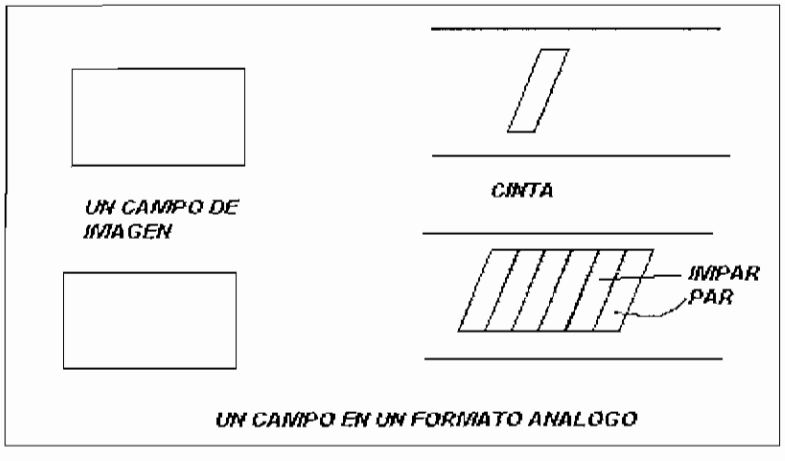
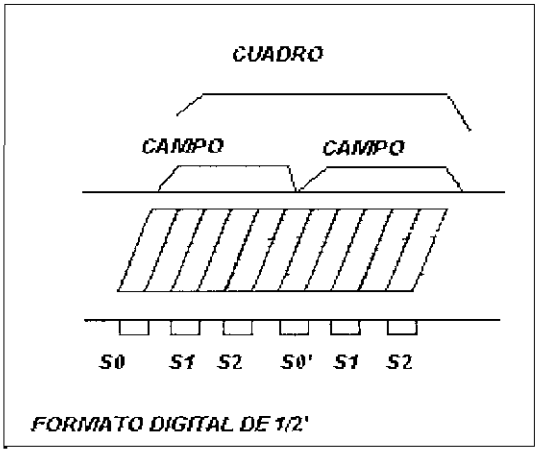

Figura N.26 PISTAS
Figura N. 27 DIGITAL ½"
1.-Relación entre pista y campo es grabado en 1 pista (figura N.26), y 2 pistas de video forman 1 imagen (1 pantalla) en grabación de video análogo. En el formato digital de ½, 6 pistas de video forman 1 campo (figura N.27). Las 6 pistas son divididas en 3 pares, cada uno de los cuales es llamado segmento. Los 3 segmentos componen 1 campo.